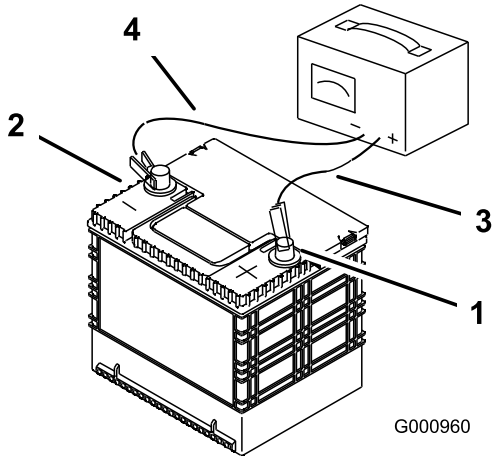

Figuur 45
2. Zodra de accu volledig is opgeladen, haalt u de acculader uit het stopcontact en maakt u vervolgens de oplaadkabels los van de accuklemmen (Figuur 45).